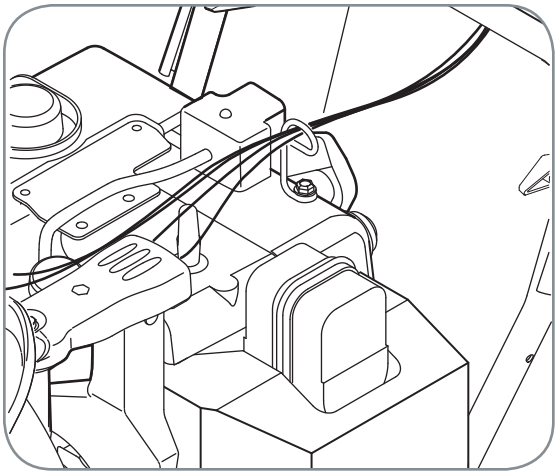

Figure 3-5
5. Vérifiez que tous les câbles sont acheminés dans le guide sur le dessus du moteur. Voir la Figure 3-5.